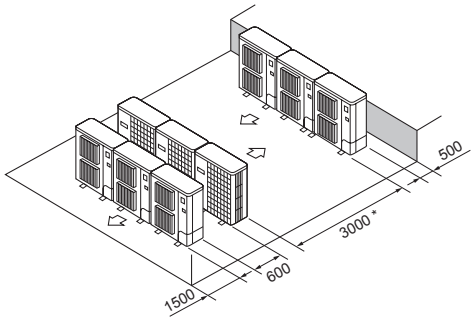

Fig. 2-18
(6) Disposizione di diverse unità parallele (Fig. 2-18)